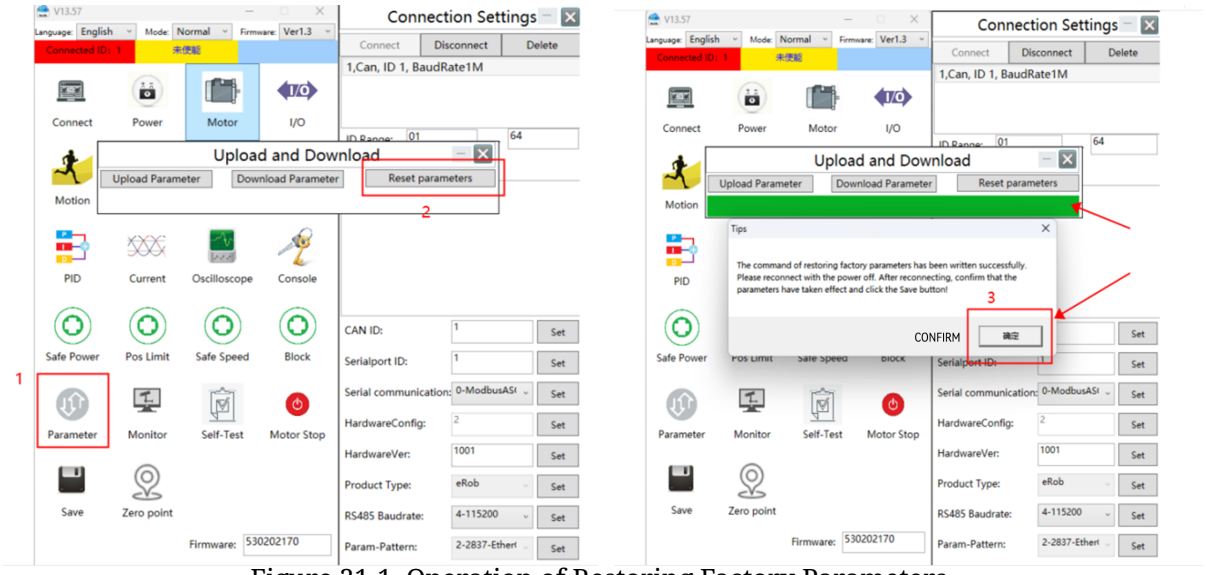

Figure 21-1 Operation of Restoring Factory Parameters
The operation steps of restoring factory parameters are as shown in Figure 21-1.
(1) Connect eTuner (refer to YouTube Tutorial) and then click "Parameter", the "Upload and Download" window pops up.
(2) Click "Reset parameters" and wait until the progress bar is completed. Click "Confirm" in the "Tips" window as shown in Figure 21-1.
(3) Power off and restart, reconnect in eTuner, confirm the parameters are restored. Then click "Save" to save the restored parameters.